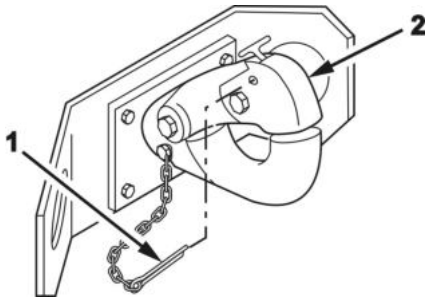

Figure 6. Safety Pin Removed From Pintle Hitch.
3. Remove the safety pin (Figure 6, Item 1) from the pintle hitch (Figure 6, Item 2) on the towing vehicle.